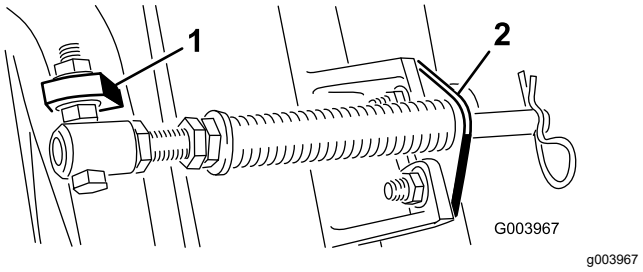
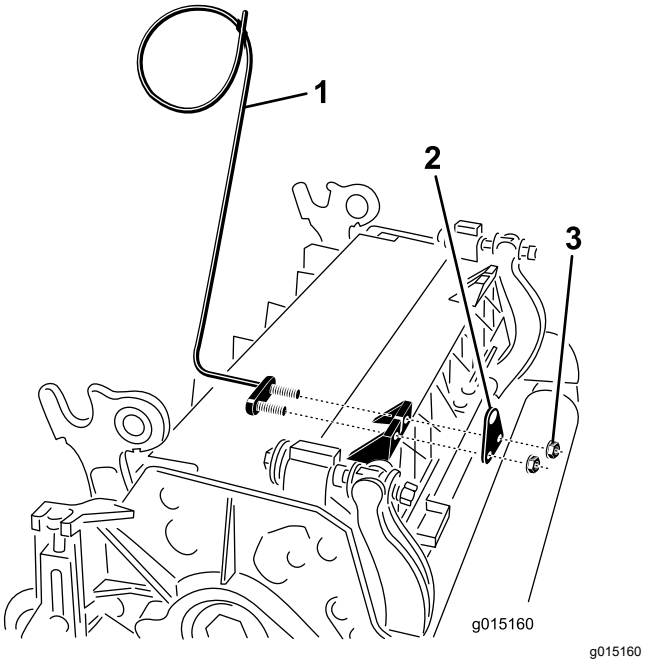

Рисунок 11
Рисунок 13
Примечание: Головку болта следует расположить в направлении наружной стороны выступа, как показано на Рисунок 11.
E. Присоедините кронштейн штока к выступам режущих блоков с помощью каретных болтов и гаек (Рисунок 11). При установке кронштейна штока установите левую направляющую шланга на передние выступы режущего блока (Рисунок 13).